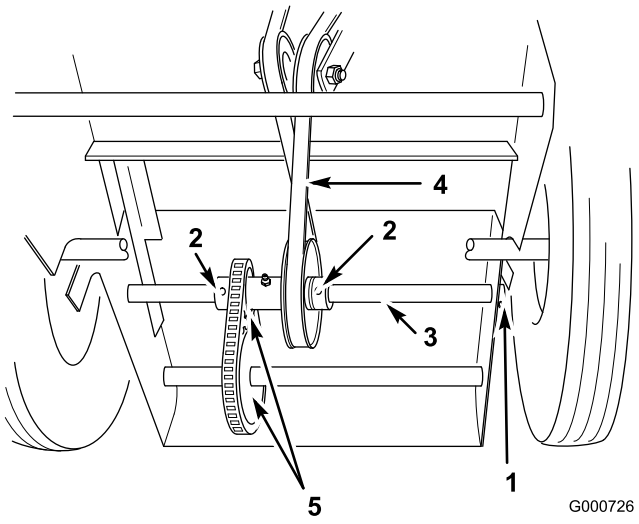

Figur 37
14. Ta bort saxpinnen från hjuldrivningsaxelns ände, lossa ställskruven i båda flänsarna och knacka axeln tillräckligt långt åt vänster så att den nya remmen kan monteras Figur 37).
15. Montera remmen runt drivaxelsskivan (Figur 37).
Viktigt: Remmen måste monteras så som det visas i Figur 37 för att hjuldrivningen inte ska driva bakåt.
16. Återför axeln till det ursprungliga läget, säkra flänsarna med ställskruvarna och axeln med saxpinnen (Figur 37).
17. Säkerställ att dreven är ordentligt inpassade (Figur 37).